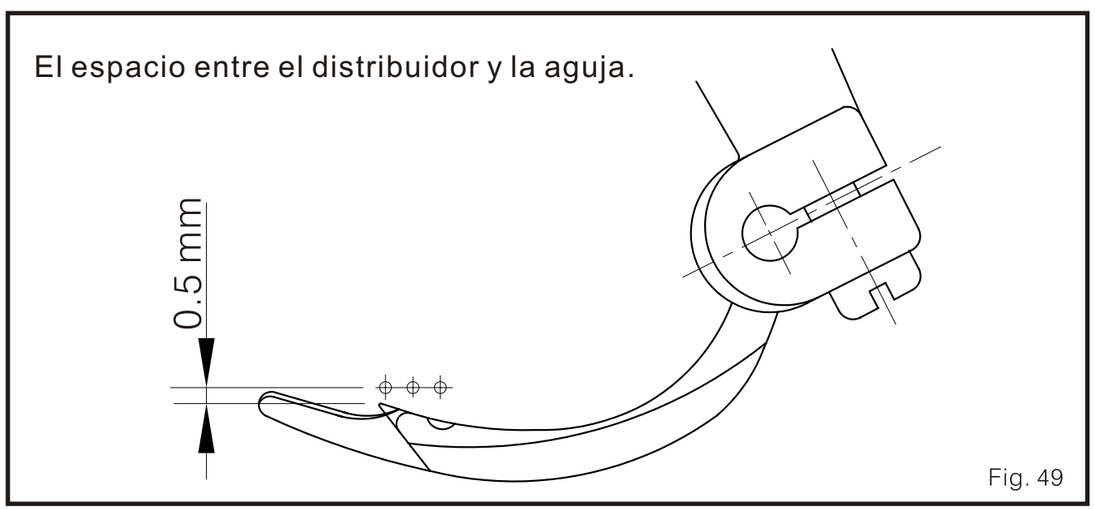

Fig. 49
2. Cuando el distribuidor pase por la aguja izquierda el espacio ente ellos debe ser de 0.5 mm. (Fig.49)